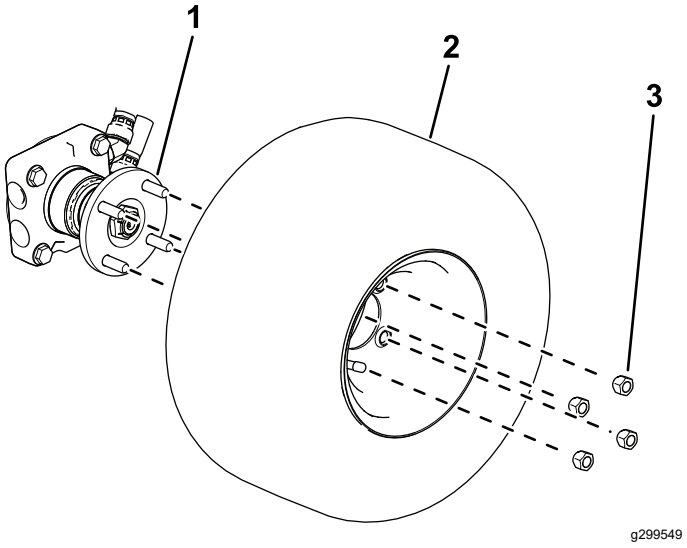

Figuur 4
- **Machines met vierwielaandrijving:** Gebruik 4 wielmoeren om het wiel aan de wielnaaf te bevestigen (Figuur 4).